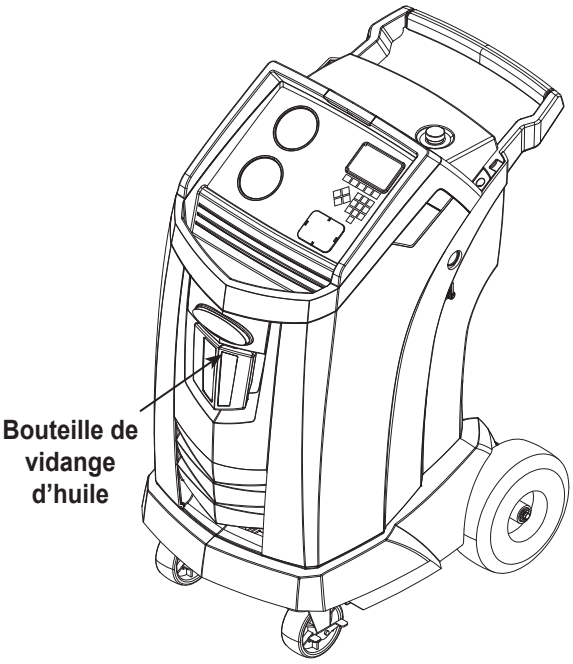

Figure 2
1. Videz la bouteille de vidange d'huile avant d'entamer une récupération. Retirez la bouteille de vidange d'huile de la machine en la tirant tout droit vers le bas; évitez tout mouvement rotatif ou basculant. Réinstallez la bouteille de vidange d'huile. Reportezvous à la Figure 2.